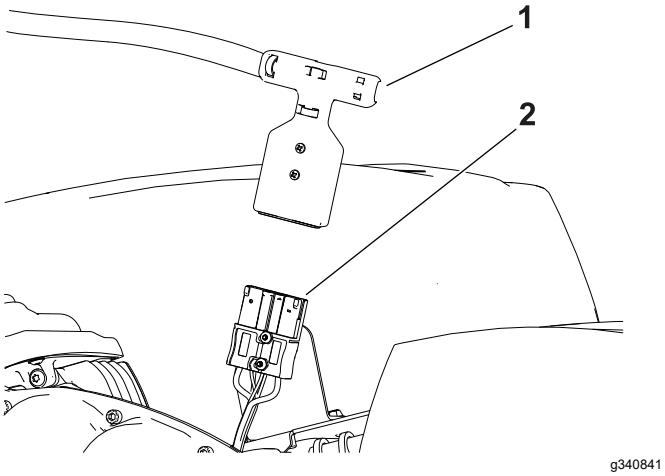

Rysunek 30
5. Odłącz akumulator, wyciągając złącze T-handle ze złącza głównej wiązki zasilania (Rysunek 30).